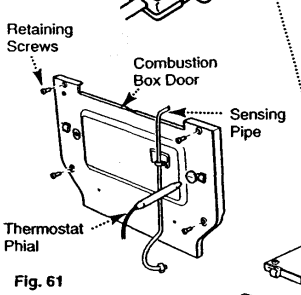

Fig. 61
1. Withdraw the thermostat phial from the boiler door (Fig. 61).
4. Remove the thermostat phial from the boiler (Fig. 61).
6. Undo the nut on the sensing pipe at the adaptor (Fig. 61).
7. Undo the four screws retaining the door and remove the door (Fig. 61).